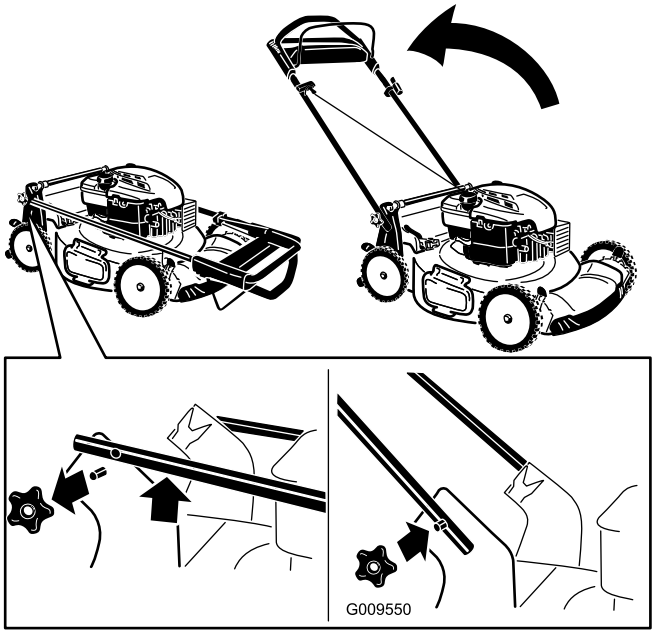

Figur 3
1. Ta bort handtagsreglagen från maskinkåpan (Figur 3).